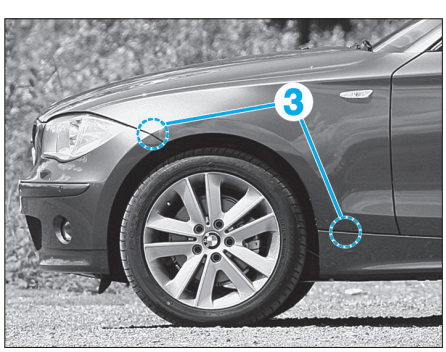

Fig. 161
• Débrancher son connecteur (2).
- les vis (3) **(Fig.161)**,